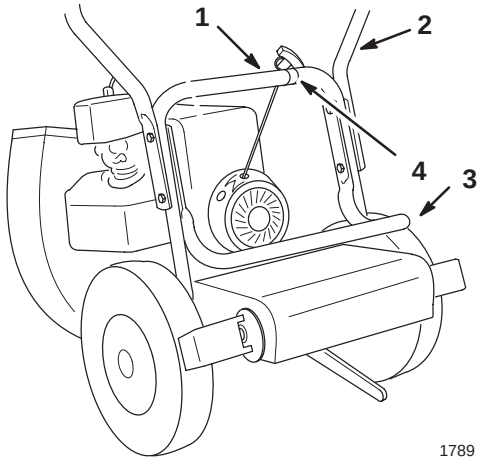

Bild 2
1. Bringen Sie das obere Griffteil mit vier Innensechskantschrauben und Sicherungsmuttern am Untergestänge an (Bild 2).
2. Befestigen Sie die Sackstütze beim Anbringen des Griffoberteils an der Innenseite des Untergestänges (Bild 2).